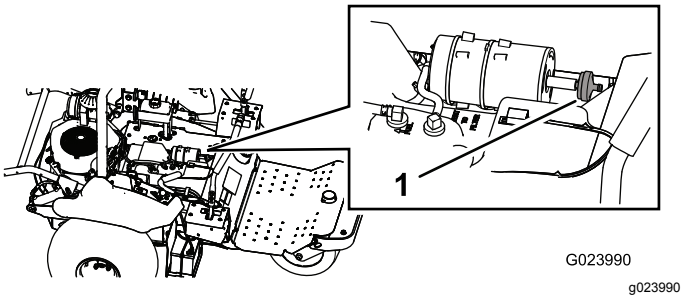

Figur 46
3. Koble filteret fra karbonsylinderen (Figur 46).